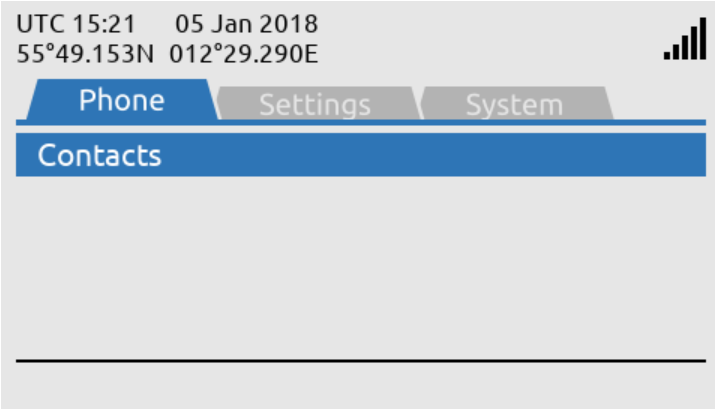

Figure 24: LT-3110 Control Unit - UI display (main menu).
- **MENU button:** The MENU button is used to open the main menu, as illustrated in Figure 24. The BACK, arrows, and ENTER buttons are used to navigate in the menu layout. Press the MENU button to exit the menu from anywhere in the menu tree (instead of multiple BACK button presses).
The LT-3100 system's main menu is accessed by pressing the MENU button on the keypad. The user will be presented with a layout as illustrated in Figure 24.